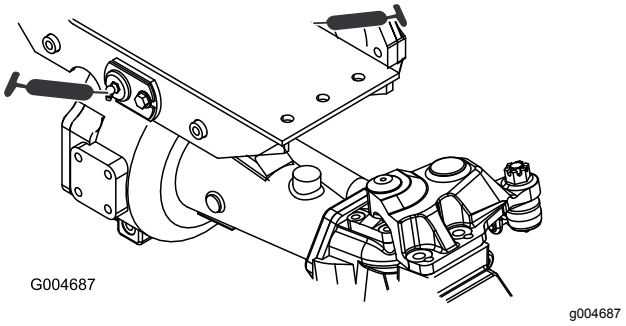

Figur 59
- For- og bakakselens tapphylser (2) (Figur 59)